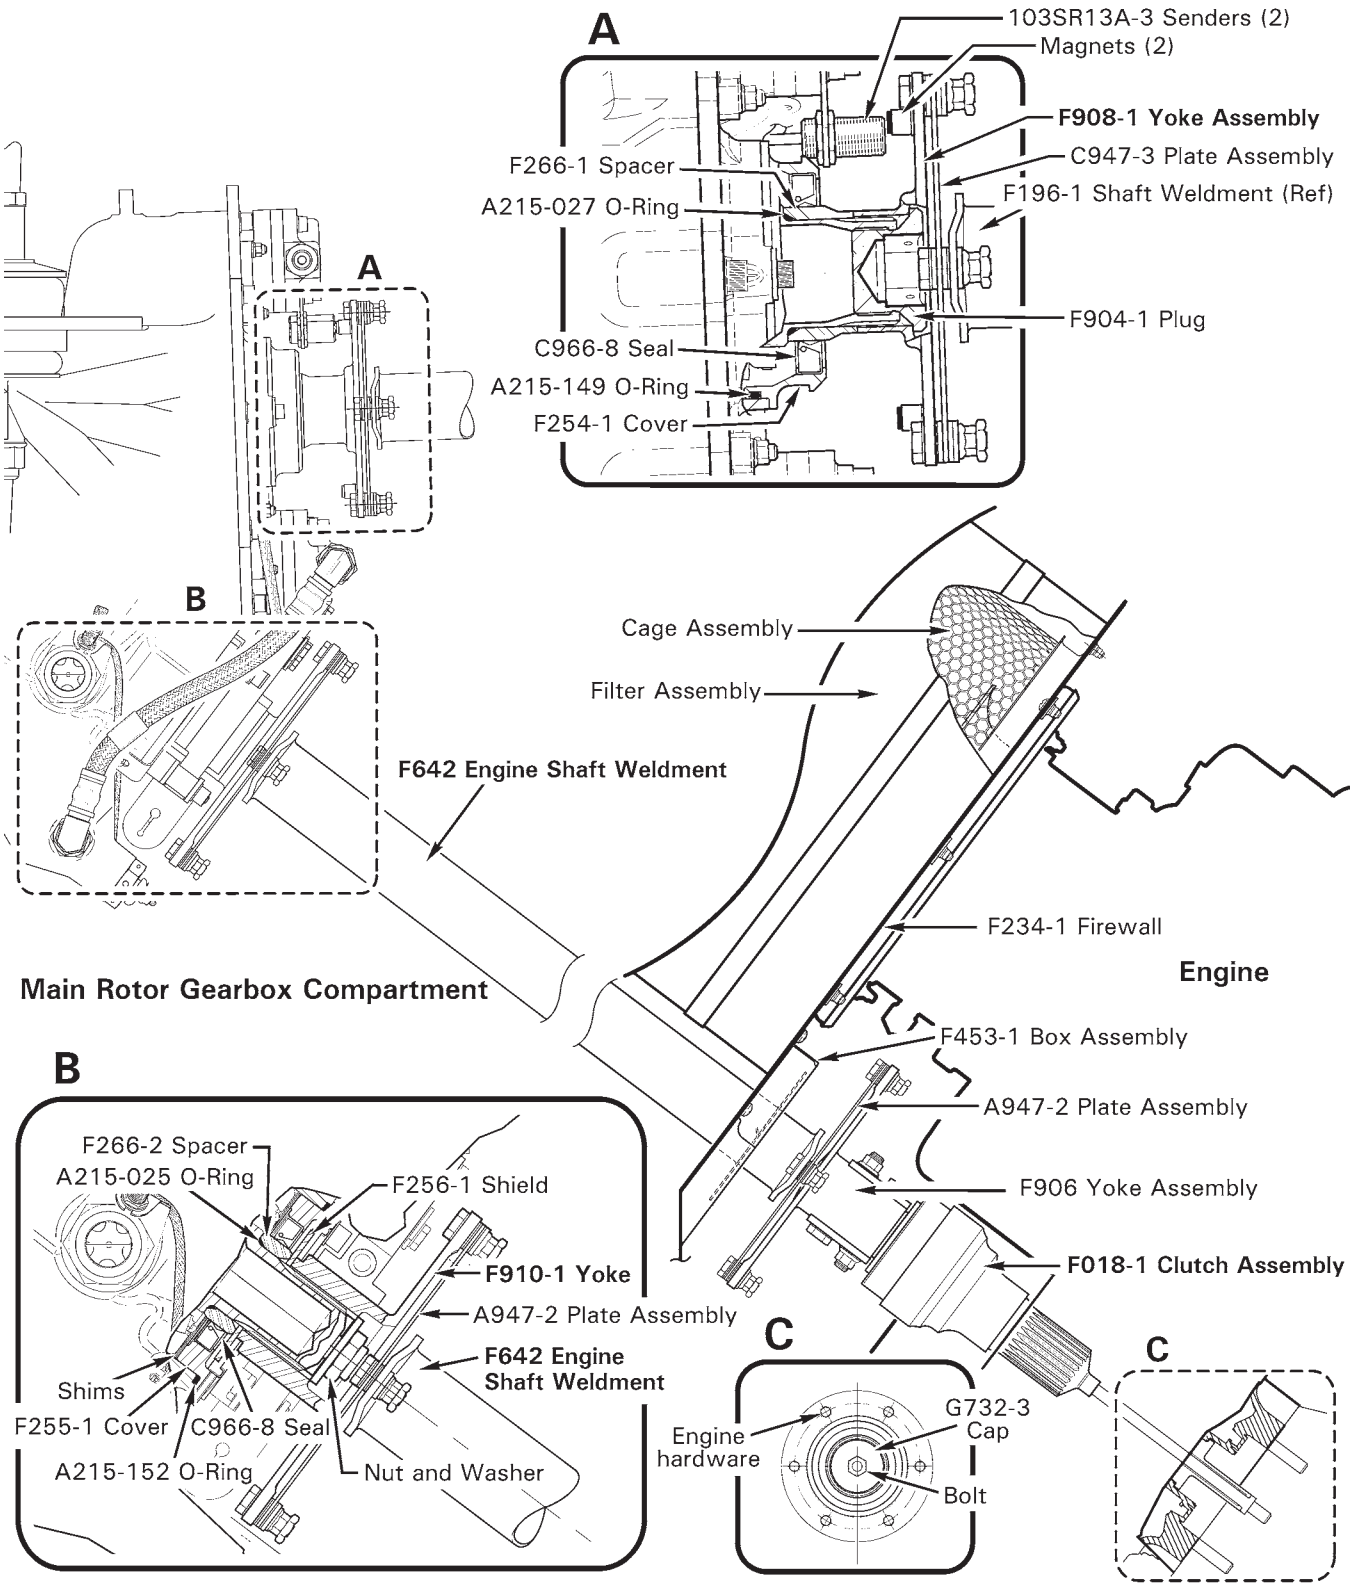

FIGURE 63-1 ENGINE DRIVELINE
3. Refer to Figure 63-1. Remove hardware securing F453-1 box assembly to F234-1 firewall.
1. Refer to Figure 63-1. Position F642 engine shaft weldment in helicopter, and install hardware securing shaft weldment to aft A947-2 plate assembly. Standard torque nuts and palnuts per § 20-32, and torque stripe per Figure 5-1.
2. Refer to Figure 63-1. If not previously accomplished, remove hardware securing forward A947-2 flex plate assembly to F910-1 (main gearbox) yoke and F642 (engine) shaft weldment forward flange. Remove flex plate, and temporarily suppport forward portion of shaft weldment.
2. Refer to Figure 63-1. Mark F906 yoke assembly and A947-2 plate assembly, to facilitate installation. Remove plate assembly, noting hardware removed.
1. Refer to Figure 63-1. Lubricate F018-1 clutch assembly splines using A257-1, -9, or -12.
4. Refer to Figure 63-1. Remove hardware securing F908-1 and F910-1 yoke assemblies to plate assemblies, leaving plates attached to shaft weldments. Note hardware removed.
3. Refer to Figure 63-1. Remove forward C947-3 flex plate assembly, noting hardware removed. Remove intermediate C947-3 flex plate assembly, noting hardware removed. Carefully maneuver fan shaft aft to access main gearbox's F908-1 yoke.
1. Refer to Figure 63-1. Remove F266-1 spacer and replace A215-027 o-ring, as required. Reinstall spacer.
3. Refer to Figure 63-1. Remove hardware securing A947-2 (forward) plate assembly to F910-1 yoke assembly, and A947-2 (aft) plate assembly to F642 shaft weldment, noting hardware removed. Support weldment to allow clearance for yoke removal.
1. Refer to Figure 63-1. Replace A215-025 o-ring, as required.
4. Remove hardware and spacers securing brake assembly mounting bars to gearbox cartridge. Remove G033-1 brake assembly F256-1 shield (see Figure 63-1).